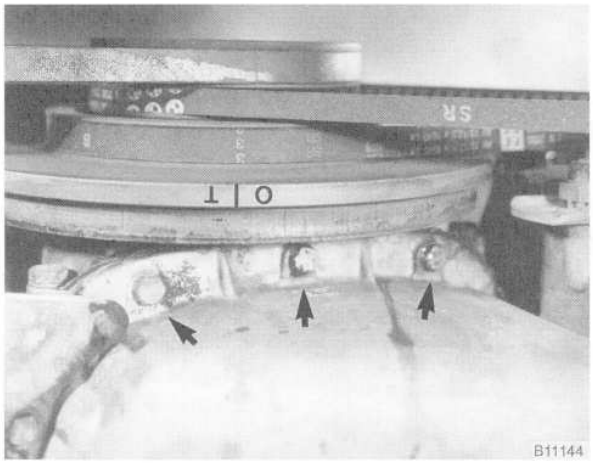

Fig. 26. Front oil pan mounting bolts (**arrows**) as viewed from below.
17. Working from beneath the engine, remove the oil pan mounting bolts that are threaded into the timing chain cover. See Fig. 26. Loosen the remainder of the oil pan mounting bolts. Using a sharp knife, separate the oil pan gasket from the cover.